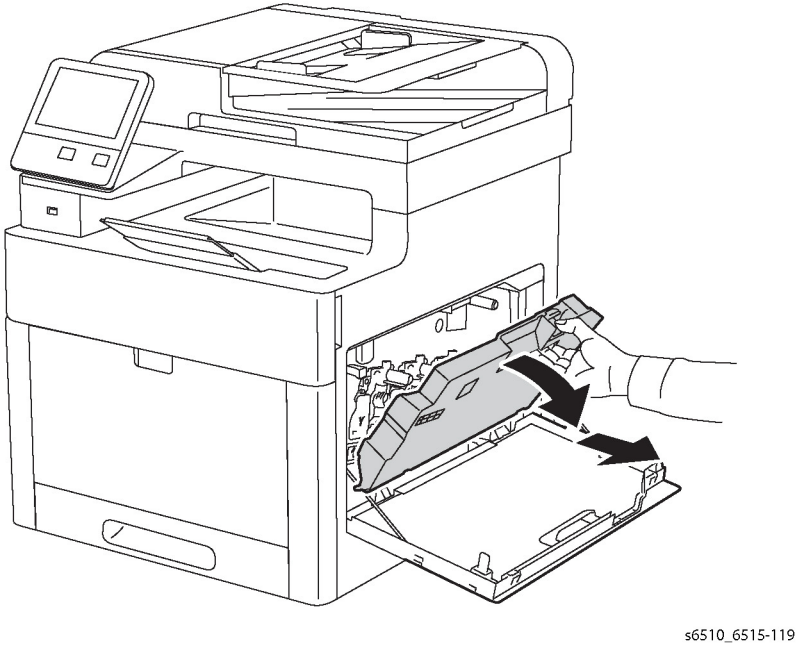

Figure 1 Remove the Waste Cartridge
2. Refer to Figure 1 to remove the Waste Cartridge by depressing the tab and pulling the Cartridge out in the direction shown.